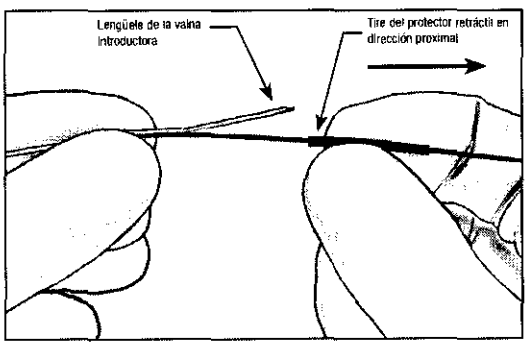

Figura 3 - Tire del protector retráctil en dirección proximal
16. Mantenga el dispositivo en posición justamente distal respecto al protector retráctil y tire del protector retráctil desde una posición proximal para dejar al descubierto la lengüeta de la vaina introductora. Vea la figura 3.